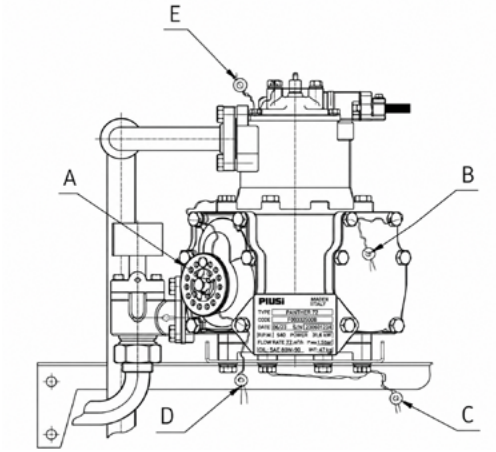

Figure 20 – Piston-type fuel meters (type FM-1007) A=calibration wheel
4. Once the meter adjustment is complete, the calibration wheel is secured and the meter is sealed (see Figure 20, positions B, C, D, E).